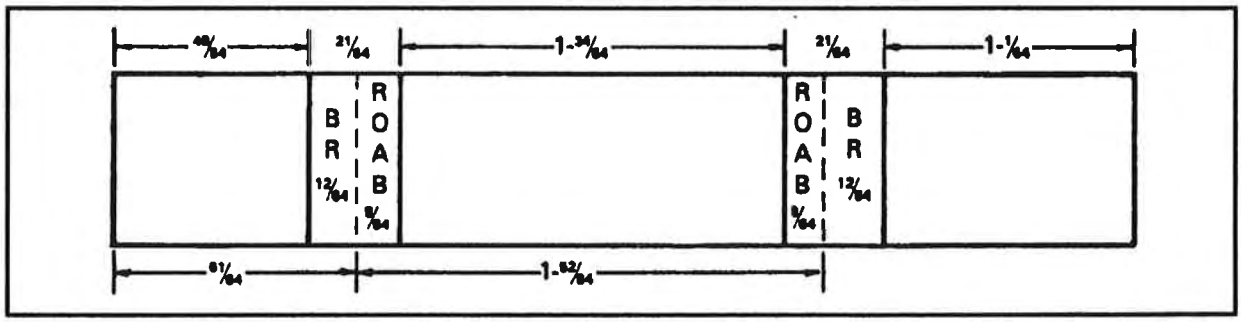

Figure 5-10. Locating brake or sight line of flat (B)
- Flat (B)—first subtract the bend radius from the bend allowance at each end of the flat (BA 21/64 - BR 12/64 = 9/64; BA 21/64 - BR 12/64 = 9/64). This dimension is called the remainder of bend allowance. Then add flat (B) and the remainder of the bend allowance at both ends (1 34/64 + 9/64 + 9/64 = 1 52/64) (Figure 5-10).